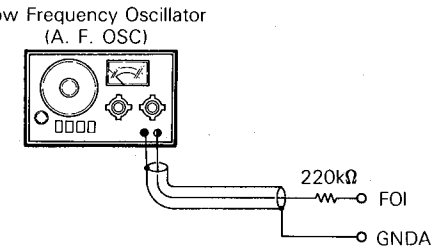
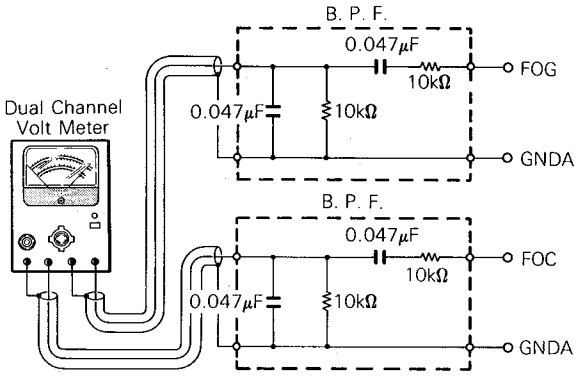

Fig. 19
Fig. 20
(1) Connect an audio frequency oscillator with 220k ohm resistor in series to FOI and GNDA. (fig. 19)
(2) Set the audio frequency oscillator output to 800Hz, 1.5V rpm.
(3) Connect AC volt meter to B.P.F. (fig. 20)
(4) Connect B.P.F. to test point FOG and GNDA and then to FOC and GNDA. Measure the output level at each point. (fig. 20)
(5) Insert the Philips disc #5 and place the unit in the play mode on track number 8.
(6) Adjust VR102 so that the voltage differential between FOC and FOG becomes 13dB ± 2dB. (FOC – FOG = 13dB)